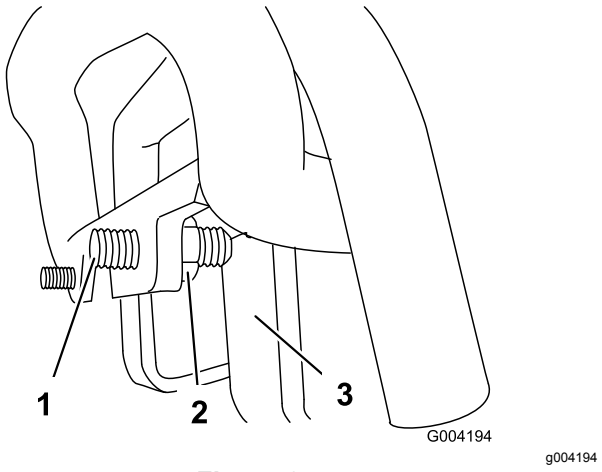

Figur 52
3. Lossa **höger** kontramutter och justera inställningsskruven framtill på drivreglaget (Figur 52) om maskinen drar åt **vänster**.
4. Lossa **vänster** kontramutter och justera inställningsskruven framtill på drivreglaget (Figur 52) om maskinen drar åt **höger**.